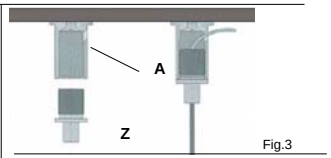

Fig.3
- Fissare i tre cavi di sostegno utilizzando i tre bloccafuni (**A**); allentare il pomello (**Z**) e spingere verso l'interno il cavo per modificare la distanza. (Fig.3);